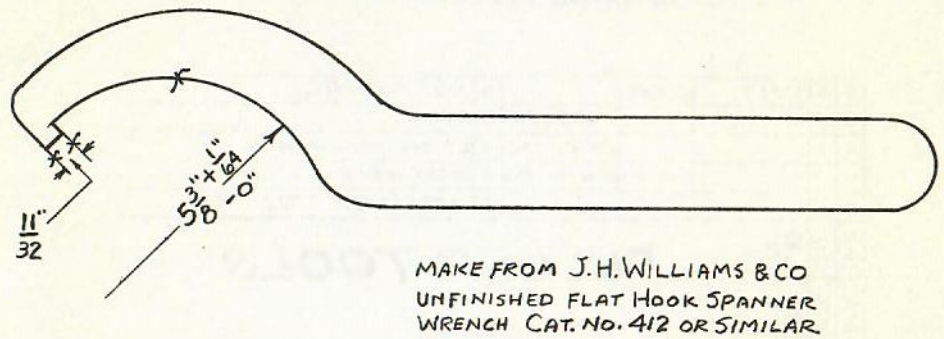

Fig. 2-9
2. Using a spanner wrench similar to Cat. 6727127, remove bearing nut from shaft. See Fig. 2-9.